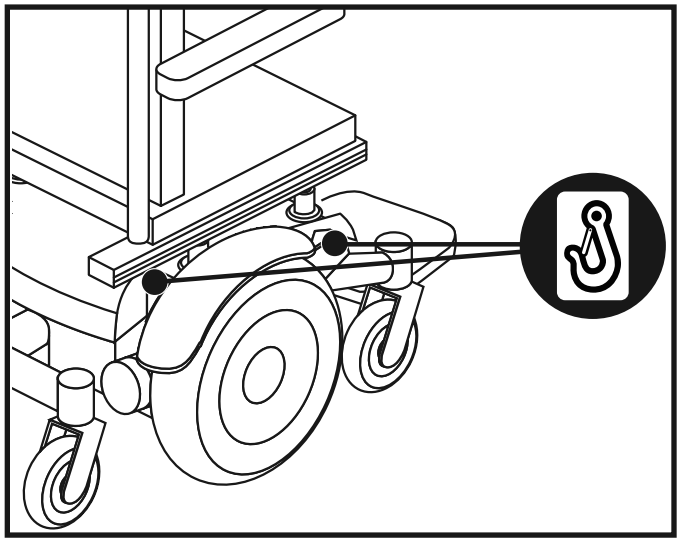

Figure 3. Points d'ancrage à 4 points sur les fauteuils motorisés à traction médiane (Vue de droite)
- Fixez les quatre (4) courroies aux points d'ancrage désignés et identifiés par le symbole d'ancre sur le fauteuil motorisé. **Voir la figures 3 à 10.** Serrez-bien les courroies pour retirer le jeu excessif.
- Le système d'ancrage pour transport Pride inclut des points d'ancrage à ceintures WTORS en accord avec les standards ISO 7176-19. **Voir la figures 3 à 10** pour l'emplacement de chacun des points d'ancrage pour chaque modèle.